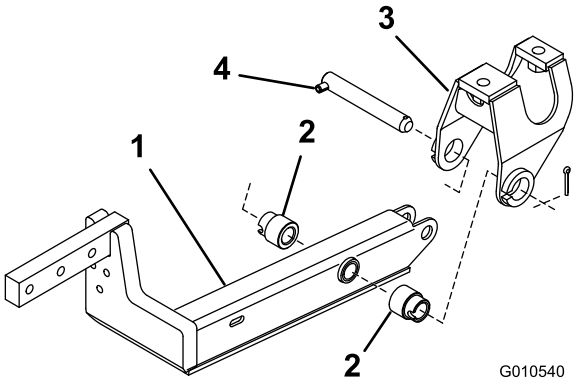

Figur 2
4. Fest en løftearm til svingbraketten med to avstandsstykker, en svingbolt og en splint (5/32 x 1-3/4 tomme). Fest løftearmen med kurven vendt utover (Figur 2).